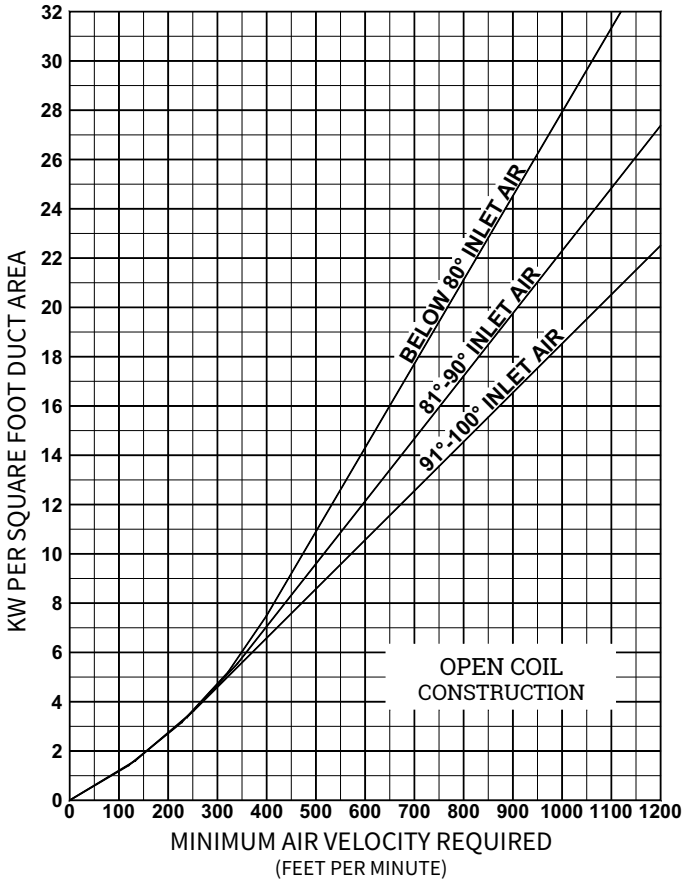

Figure 4B.
3. Go to Figure 4B. Use top curve (below 80°F inlet air).Find 5 KW per square foot on the vertical axis. Read minimum velocity required, which in this case is 310 feet per minute (FPM).